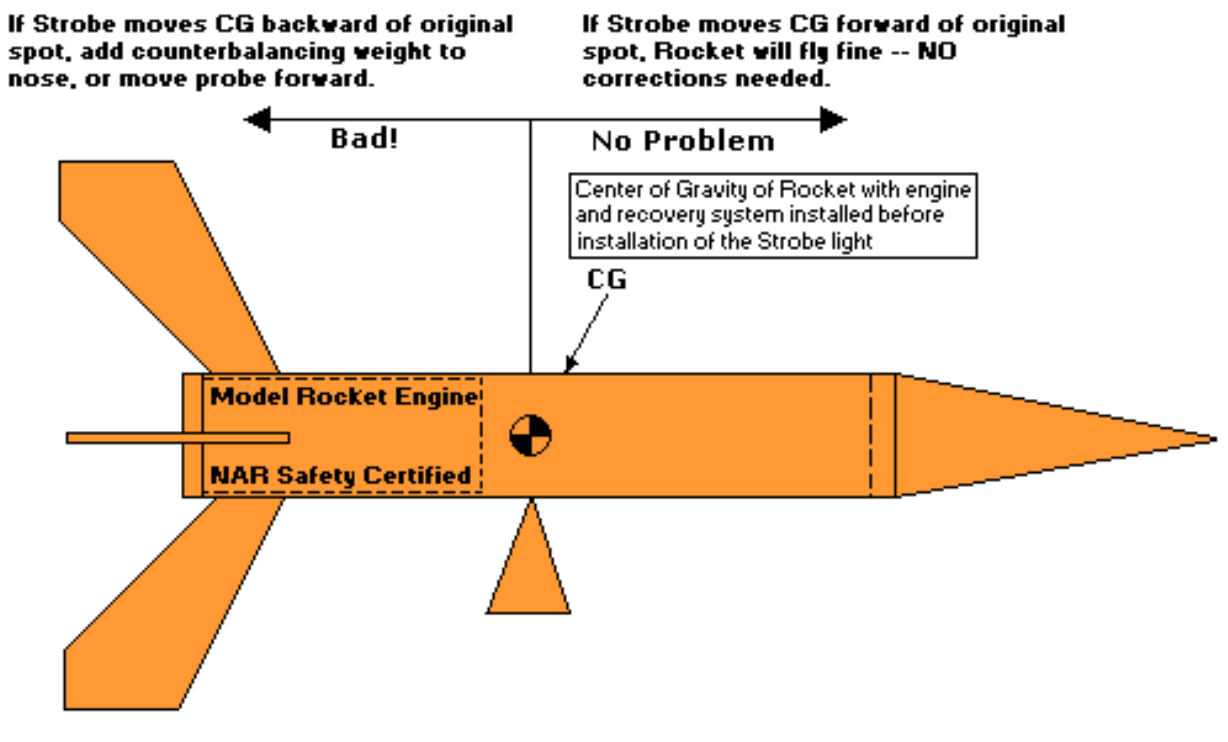

Fig. 6. If the electronics are forward of the model's Center of Gravity, the Rocket should fly fine with the added weight. http://www.uoguelph.ca/~antoon
If the electronics are ahead of the model's center of gravity (CG), the rocket should fly fine with the added weight. If, for some reason, you locate the electronics or battery behind the rocket's CG, a counter-balancing weight must be added to the nose to bring the CG back to its normal position. A rocket's CG is determined by its balance point with an unused engine installed. (See Fig. 6.)